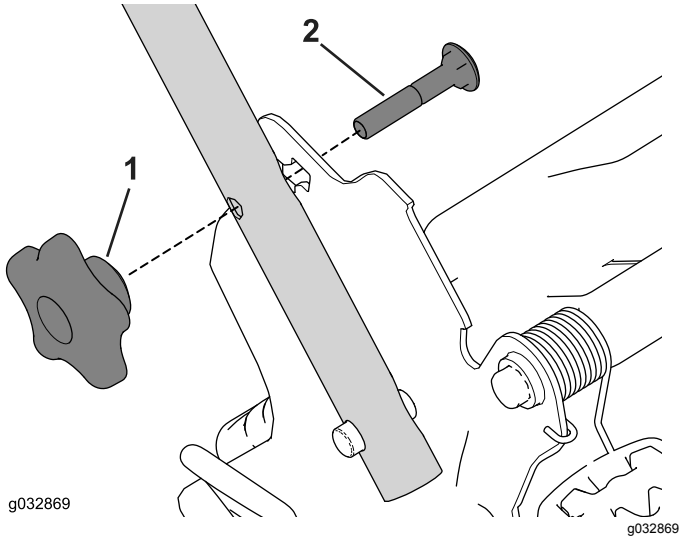

Figure 19
1. Retirez et conservez les 2 boutons et les 2 boulons de carrosserie du support du guidon (Figure 19).